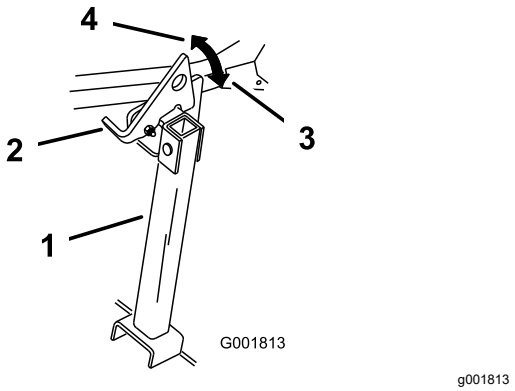

**Figur 46**
2. Løft klinken til ulåst position (Figur 46).